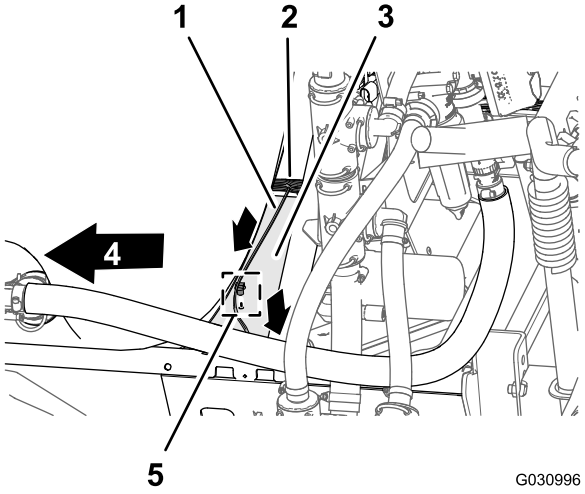

Figur 94
1. Dra den 86,6 cm långa kablagedelen för sprutpumpens elektromagnet över sprutramskanalen och ned mot sprutpumpens elektromagnet (Figur 94).
2. För in tryckfästelementet på den 86,6 cm långa kablagedelen i sprutramskanalens hål (Figur 94).